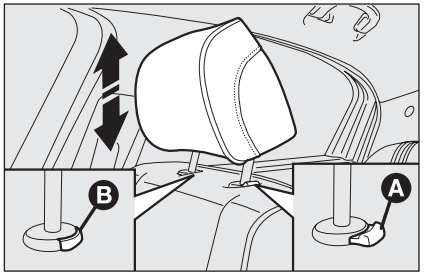

rys. 34
- ❒ nacisnąć przyciski **A** i **B-rys. 34** (umieszczone po obu stronach podpórek zagłówka) i wyjąć zagłówek wysuwając w kierunku do góry.